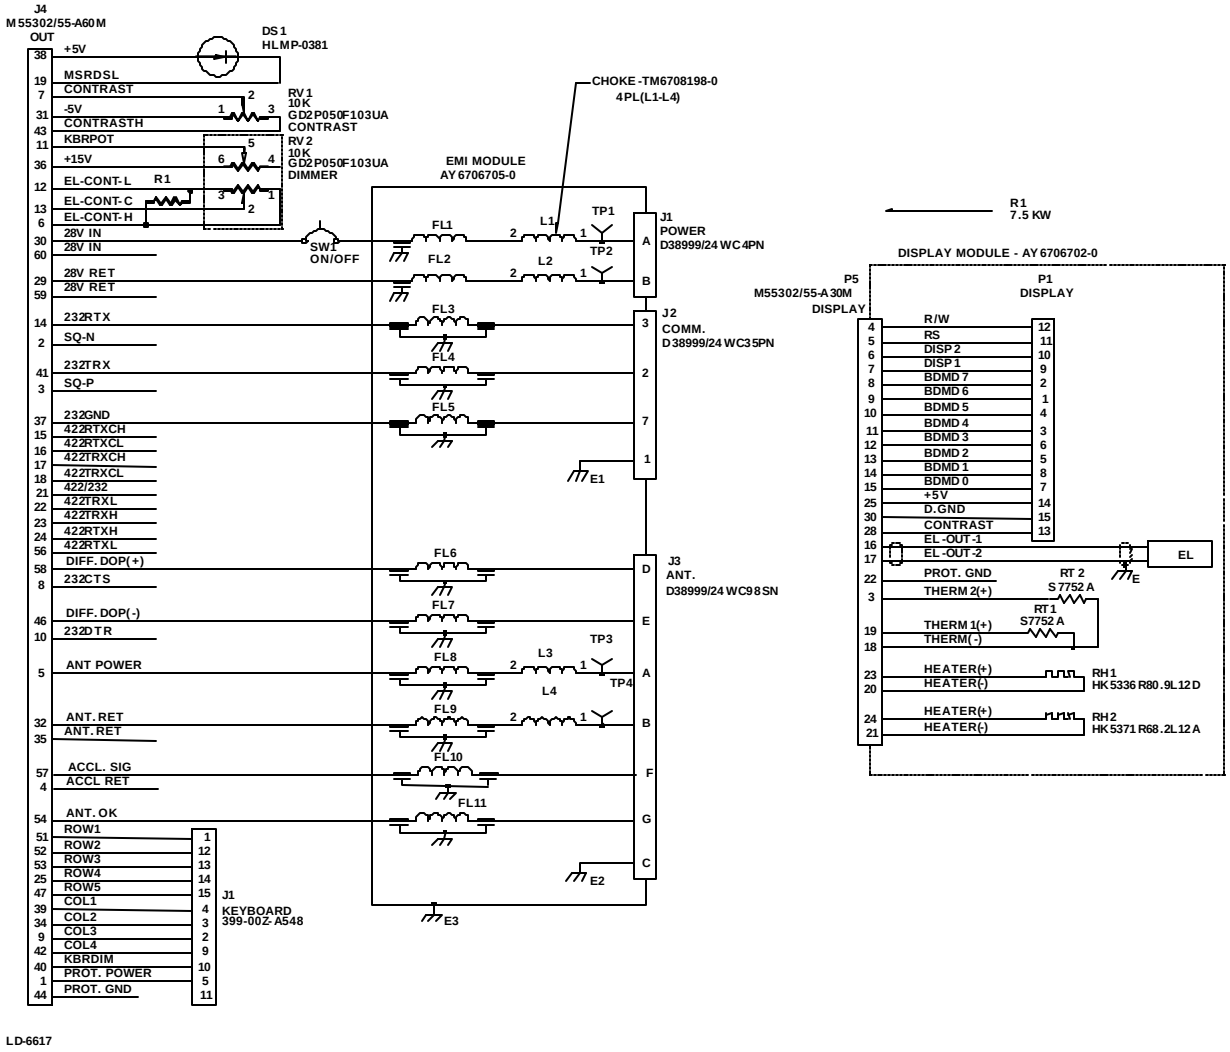

Figure 3-68. Harness, P/N WA6706707-0, Schematic Diagram
Refer to Figure 3-68.
g. Check wiring continuity from potentiometer pins to J4 pins according to **Figure 3-68.** Replace wire if necessary.